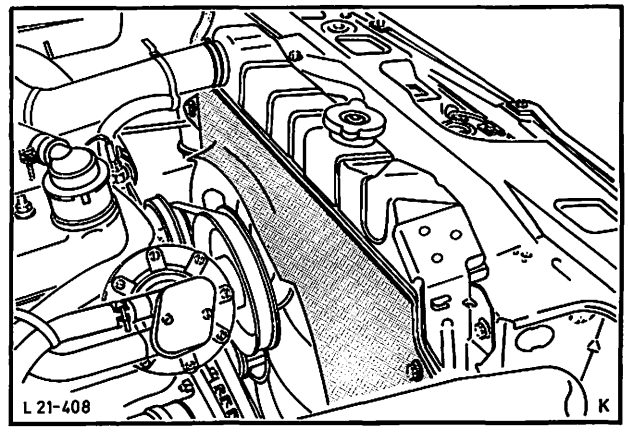

Abb. 157 Luftführung
11. Luftführung einsetzen und am Kühler anschrauben, Abb. 157.